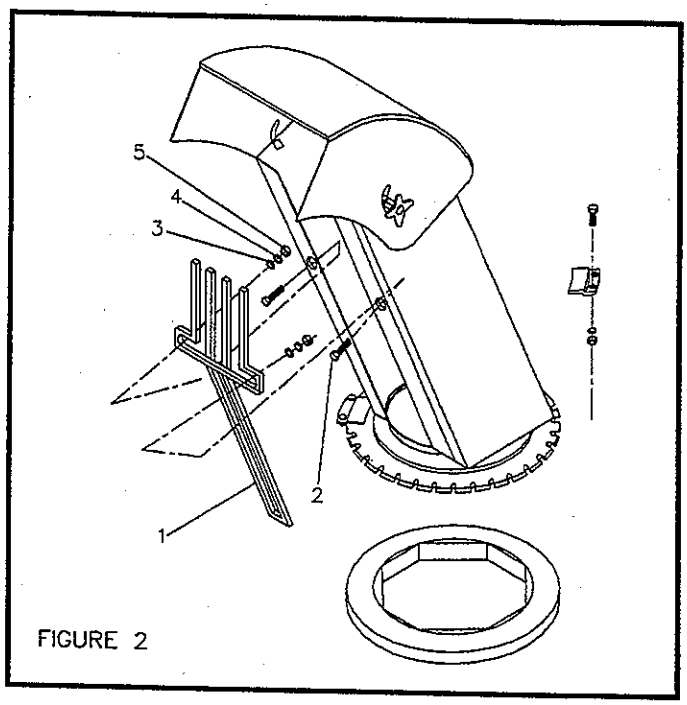
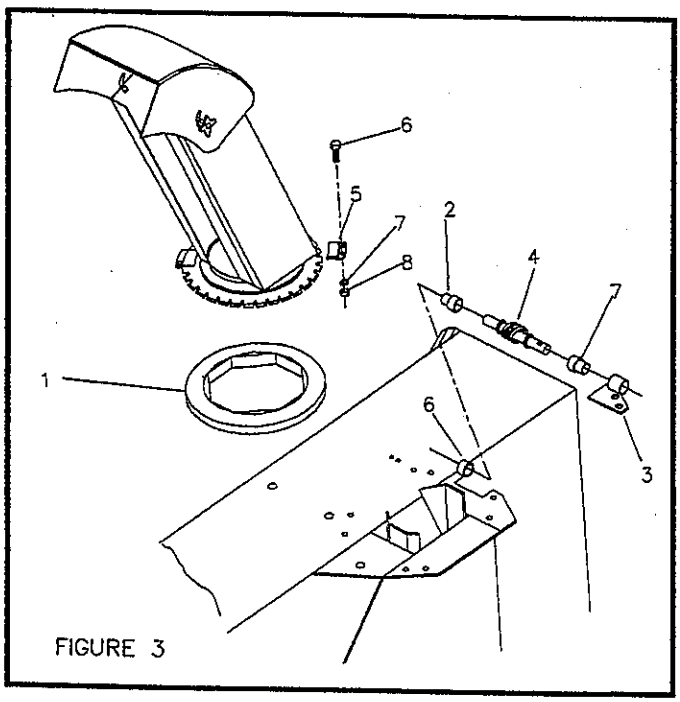

FIGURE 2
FIGURE 3
a) Install the hand guard (fig.2, item 1) on the chute with the top portion inside the chute and the bottom section outside the chute base ring. Place two 1/4" x 3/4" bolts (fig.2 item 2) with the head on the outside, through the chute then through the hand guard and secure bolts with flatwashers, lockwashers and nuts (fig.2 items 3-4-5). Torque to 9-11 lbs.ft.
b) Place the plastic anti-friction insert (fig.3, item 1) over the chute base. Apply grease on top of this insert where it will contact the chute base.
c) Insert the 1 5/16" long plastic bushing (fig.3, item 2) in the tube weldment (fig.3, item 6).
d) Insert the 1 11/16" long bushing (fig. 3, item 7) in the rotation bracket (fig. 3, item 3).
e) Install shortest tube end of rotation worm (fig. 3, item 4) in the bushing (fig. 3, item 2) in the tube weldment (fig. 3, item 6).
f) Install the chute over the plastic insert and place the four retaining plates (fig.3, item 5). Secure using eight 1/4" x 3/4" bolts, lockwashers and nuts (fig.2, item 6-7-8), attaching rotation bracket (fig.3, item 3) on the underside of chute base lip. Torque to 9-11 lbs.ft.